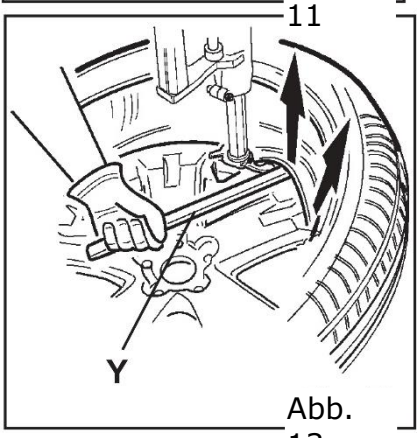

Abb. 13
- Follow standard proceedings for tire final removal and use the bead-lifting disks for keeping the tire at the same level of rim's groove (fig. 12). This will facilitate tire beading positioning on the tool by means of the bead-lifting (fig. 13).